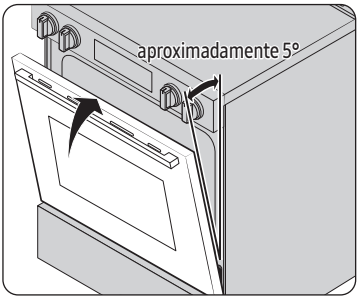

Fig. 1
4. Cierre la puerta a la posición para quitarla, aproximadamente a 5 grados de la posición vertical (Fig. 1).